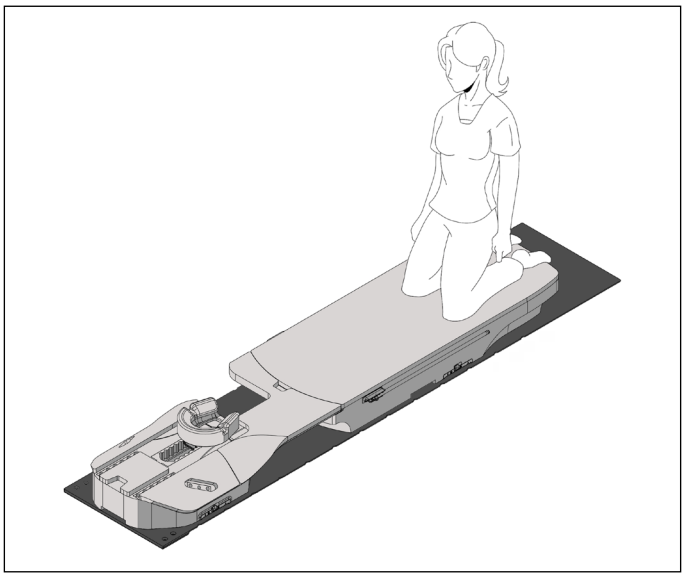

Abb. 12
2. Wenn sich der Patient auf dem Einsatz befindet, richten Sie seine Knie auf die Markierungen auf dem Schaumstoff aus (Abb. 12).